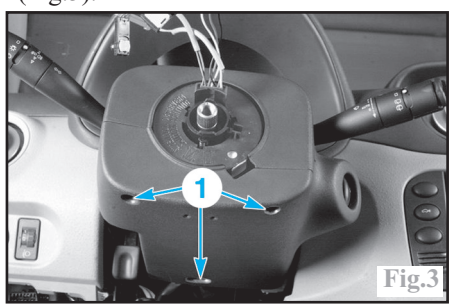

Fig.3
-les vis de fixation (1) des coquilles de la colonne de direction (**Torx n°20**) (Fig.3).